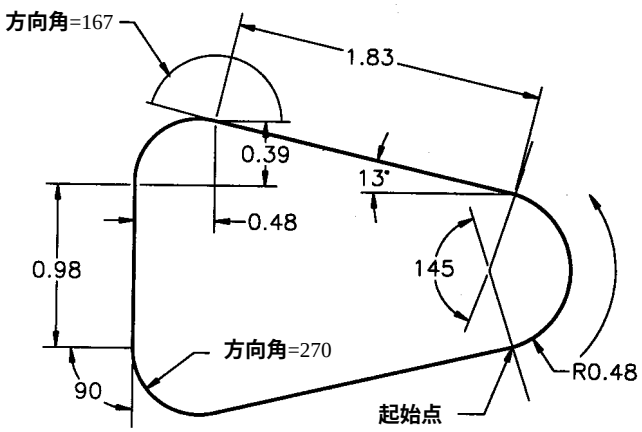

图2-14 练习4b图
b. 绘制图2-14，用图中所示圆弧命令的选项完成半圆的绘制（用“ @ ”符号捕捉前一个点，如：CEnter/<Start point>：@）。